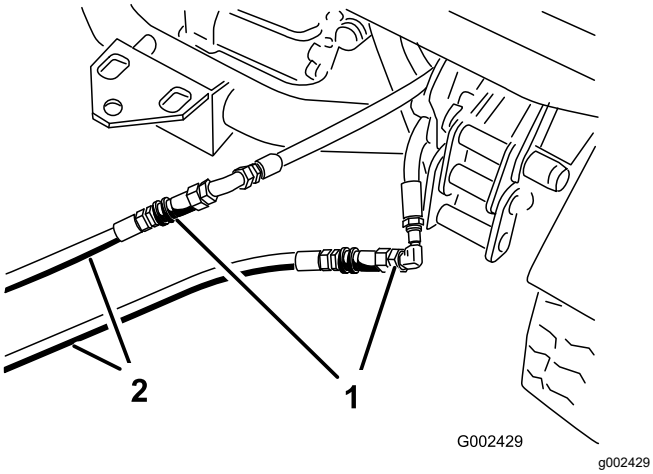

**図 75**
3. 故障しているワークマンのカップラホースに、救援用ホース 2 本を接続する図 75。